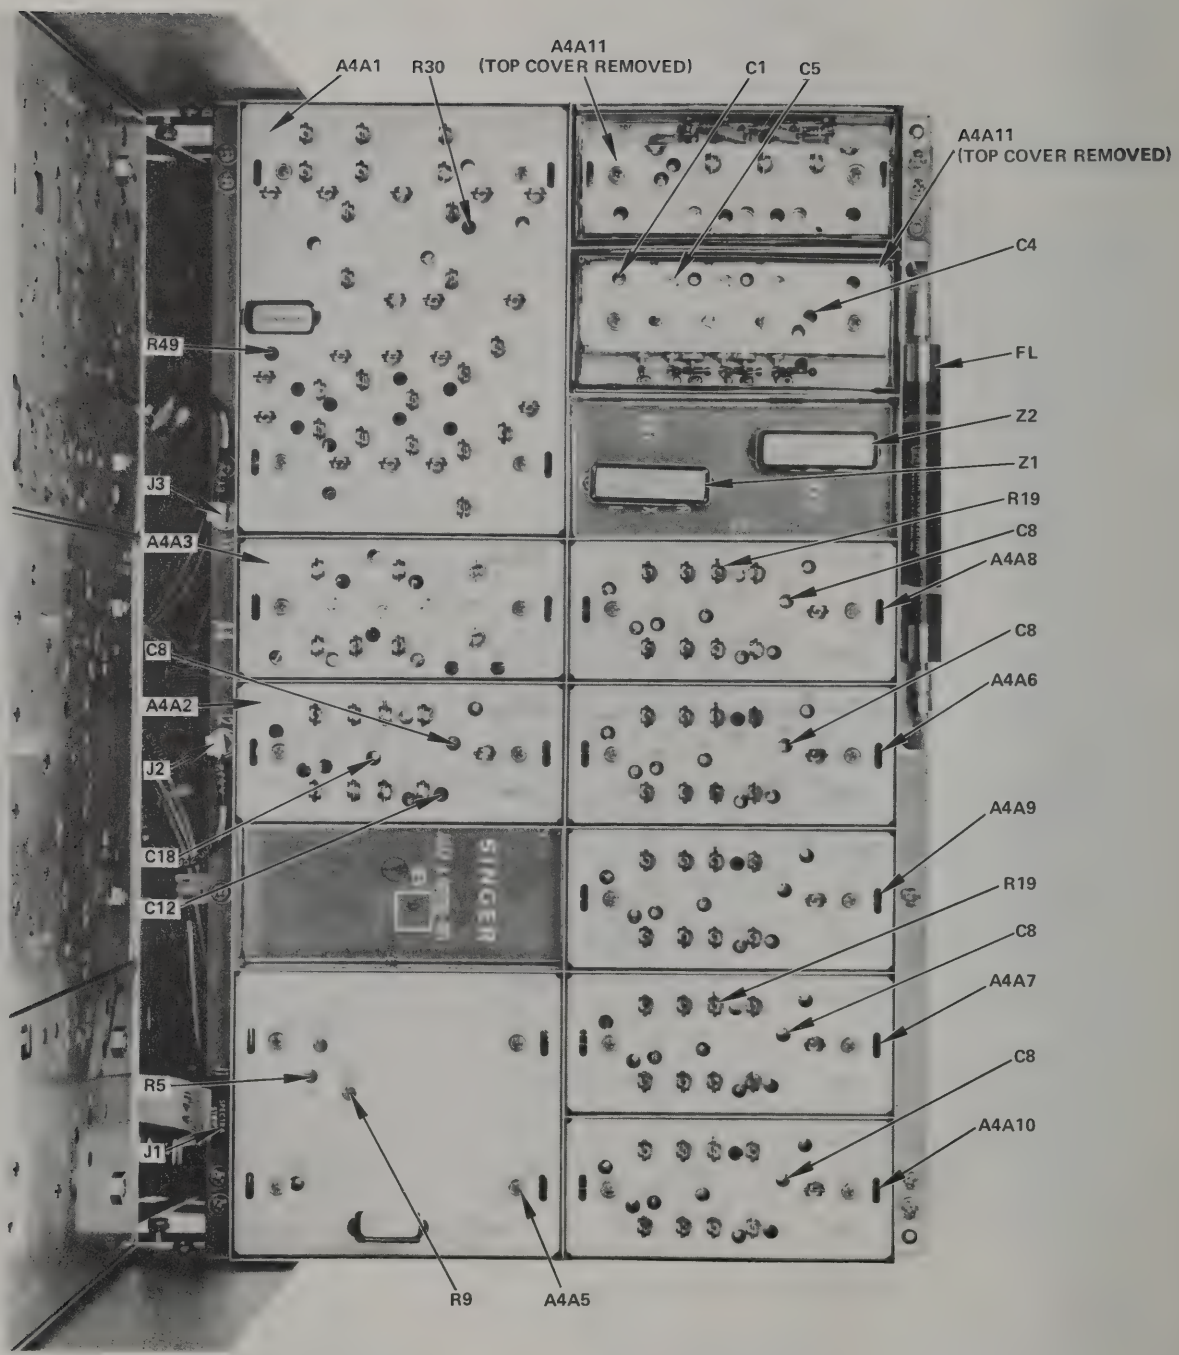

Figure 7-9. Adjustment Control Location, A4 Deck (A4A2, 6, 7, 8, & 10 are alike)
f. Determine the amplitude modulation factor as indicated by the Model CSM-1 by first setting the CRT trace to the VERT SET position then switching the VERT MODE switch to CARR SET and adjusting the CARRIER LEVEL control until the CRT trace lines up with the CARRIER SET line on the CRT graticule, and then switching to 30% AM. If the indicated value deviates more than ±2.4% AM, adjust A4A5R9 (see Figure 7-9). This adjustment only affects the actual AM, therefore, only the indication on the external modulation meter will change. If the CRT indication is for instance 27.2%, adjust A4A5R9 until the external modulation meter also indicates 27.2%.